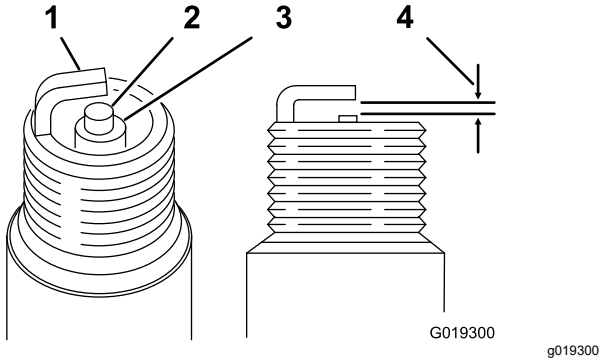

**Рисунок 32**
**Зазор:** от 0,70 до 0,80 мм; см. Рисунок 32
4. Отрегулируйте зазор в пределах от 0,70 до 0,80 мм, как показано на Рисунок 32.